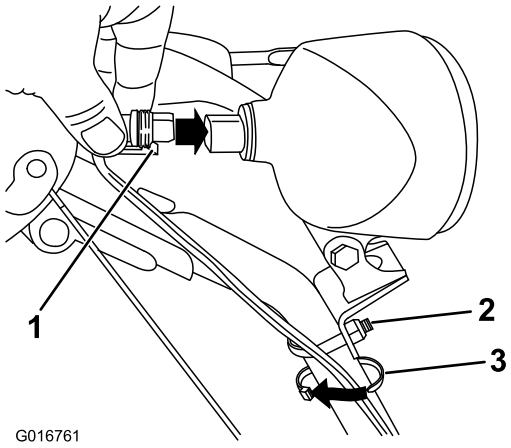

Figur 18
1. Sæt ledningsstikket i ledningens løse ende direkte ind bag på forlygten, indtil det sidder korrekt fast (Figur 18).
Bemærk: Sørg for, at plastikklemmen er placeret på den nederste del af ledningsstikket (Figur 18).
2. Fastgør et kabelbånd (fra posen med løse dele) omkring ledningen og håndtaget ca. 2,5 cm under bøjleskruen (Figur 18).